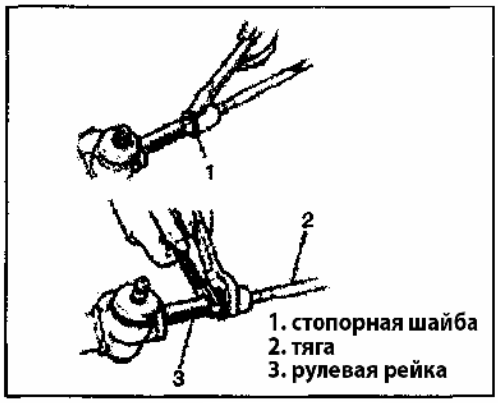

Рис. 442
6) Снимите стопорную шайбу и отсоедините рулевую тягу от зубчатой рейки (Рис. 442).